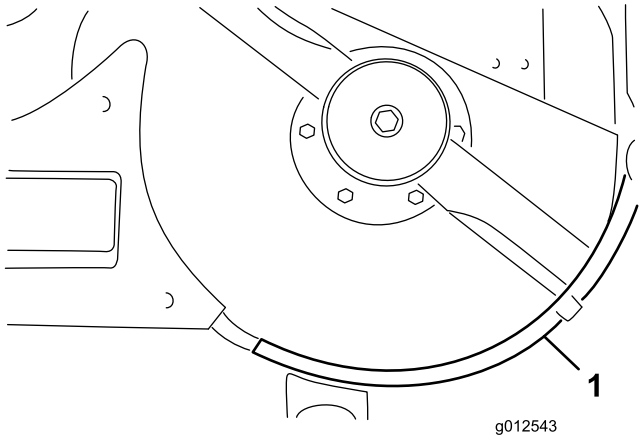

Figura 15
10. Fixe o resguardo esquerdo à plataforma com 2 parafusos (1/4-20 x 1 pol.), 1 parafuso (1/4-20 x 3/4 pol.) e 3 porcas de bloqueio (Figura 15). Posicione as cabeças dos parafusos no interior da plataforma.